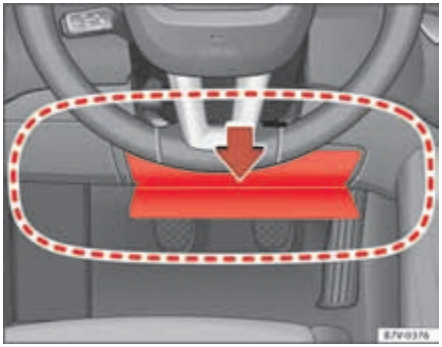

Fig. 25 On the driver side: Radius of action of the knee airbag.
The area framed red ⇒ fig. 25 (A) is covered by the knee airbag when it is deployed (deployment area). Therefore, objects should never be placed or mounted in these areas.